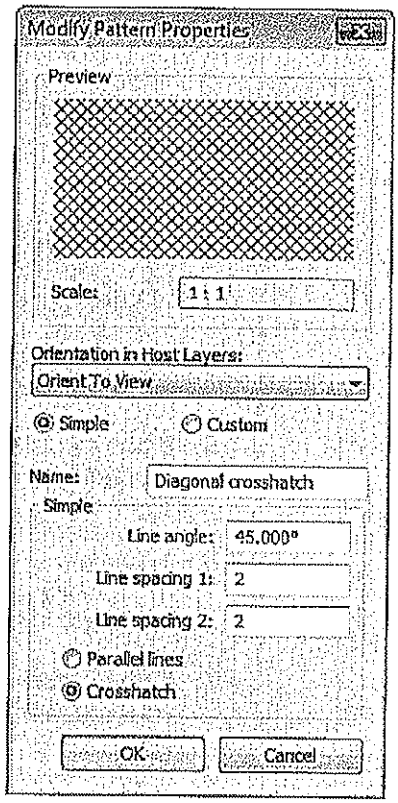

Figure 15–29
10. In the Modify Pattern Properties dialog box, change *Line spacing 1* and *2* to **2mm** as shown in Figure 15–29.